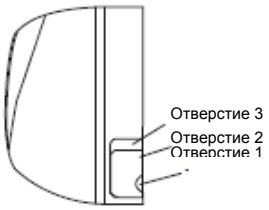

Рис. 2
1. При прокладке трубопровода и проводки с левой или правой стороны внутреннего блока; при необходимости вырежьте отверстие в корпусе (см. Рис. 2).